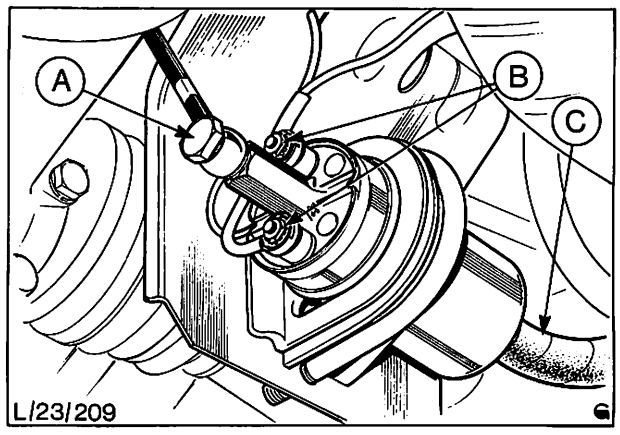

Abb. 94 Kraftstoffpumpe
4. Behälter unter die Kraftstoffpumpe setzen und Leitungen abbauen, Abb. 94.
Um ein Auslaufen des Kraftstoffes zu vermeiden, muß die Saugleitung (C in Abb. 94) mit einer geeigneten Schelle abgeklemmt werden.